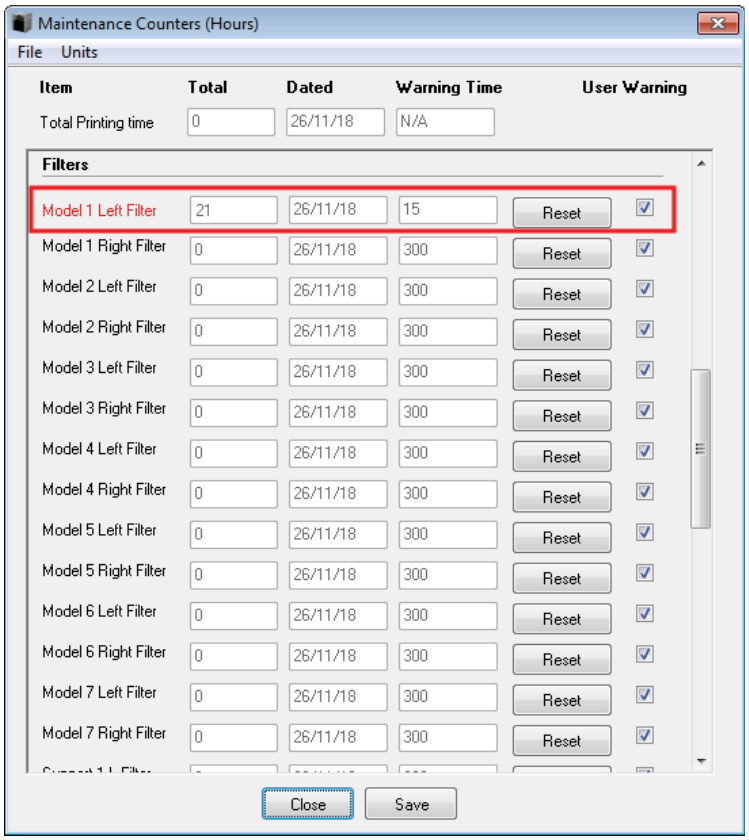

Figure 4-122 Maintenance Counters screen, showing material filters
17. In the *Maintenance Counters* screen, click Reset and then Close (see Figure 4-122 on page 4-82).